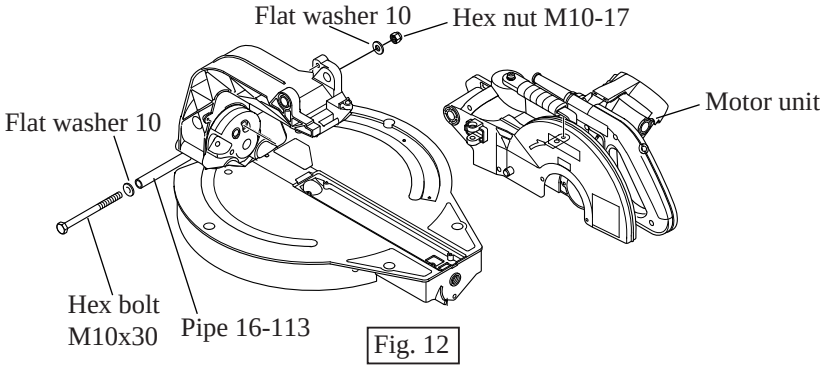

Fig. 12
3) Take off pipe 16-113 and hex bolt M10x30 after unscrewing hex nut M10-17, with holding the motor unit. And then, separate the motor unit from arm. See Fig. 12.
3) Take off the block. Holding the motor unit, assemble it to arm with referring to Fig. 12. And fasten the motor unit with hex nut M10-17.